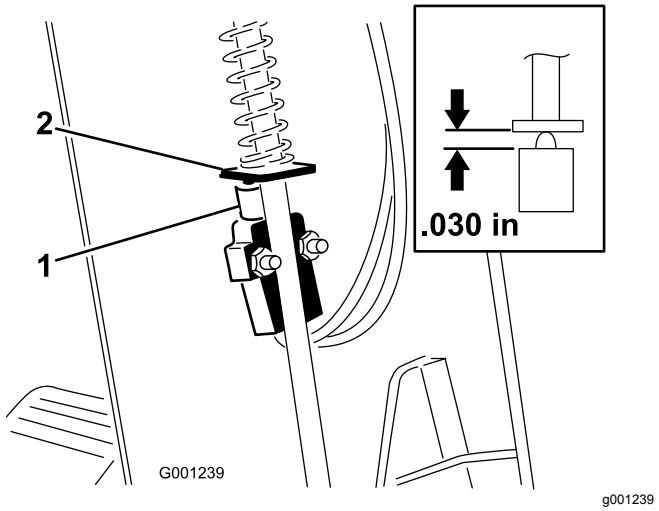

Figur 71
3. Skub kappen op ad ratakslen for at blotlægge kontakten til parkeringsbremsen (Figur 71).
5. Tilret pladen til parkeringsbremsestangen med kontaktstemplet (Figur 71).
6. Tryk parkeringsbremsestangen ned, og tryk op på kontakten, indtil den komprimerede længde af kontaktstemplet er 0,7 mm. Se Figur 71.